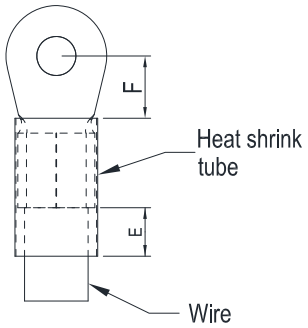

Figure 2.
- After crimping the wire to the ring lug (must be UL approved), UL and CSA approved R/C (YDPU2), and install heat shrink tubing rated at a minimum of 600 V_{AC} insulation over the live part. Refer to Figure 2 below.